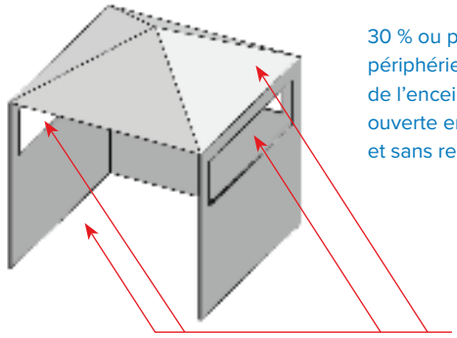
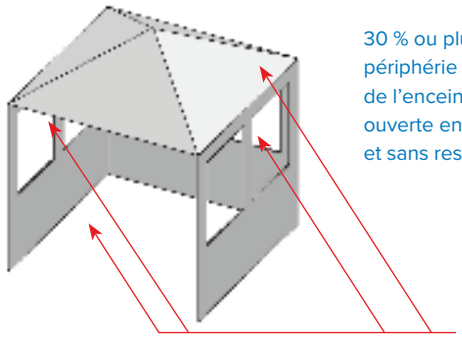

Fig. 4
Fig. 5
- Un appareil est considéré comme étant en plein air s'il est installé avec un abri comprenant une couverture au-dessus et trois murs latéraux, à condition que 30 % ou plus de la périphérie horizontale de l'enceinte soit en permanence ouverte. **(Fig 4 & Fig 5)**